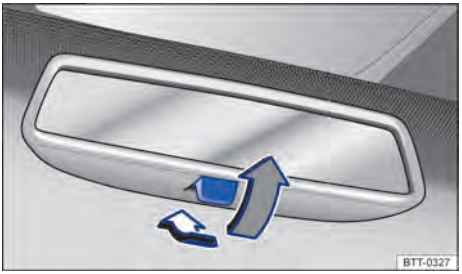

Fig. 78 No para-brisa: espelho retrovisor interno com antiofuscante manual.
– Posição noite: puxar a alavanca → Fig. 78 (seta cinza), para evitar o ofuscamento dos faróis dos veículos que trafegam atrás.